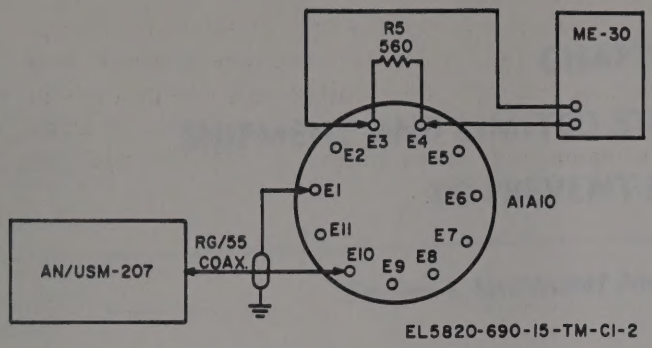

Figure 8-19. 1-MHz reference oscillator test, test connections.
(1) *Test connections.* Remove receiver chassis unit from cabinet. Connect ME-30B/U to terminals E3 and E4 on bottom of 1-MHz oscillator. Connect Digital Readout Electronic Counter AN/USM-207 to E1 and E10 on bottom of 1-MHz oscillator (fig. 8-19).